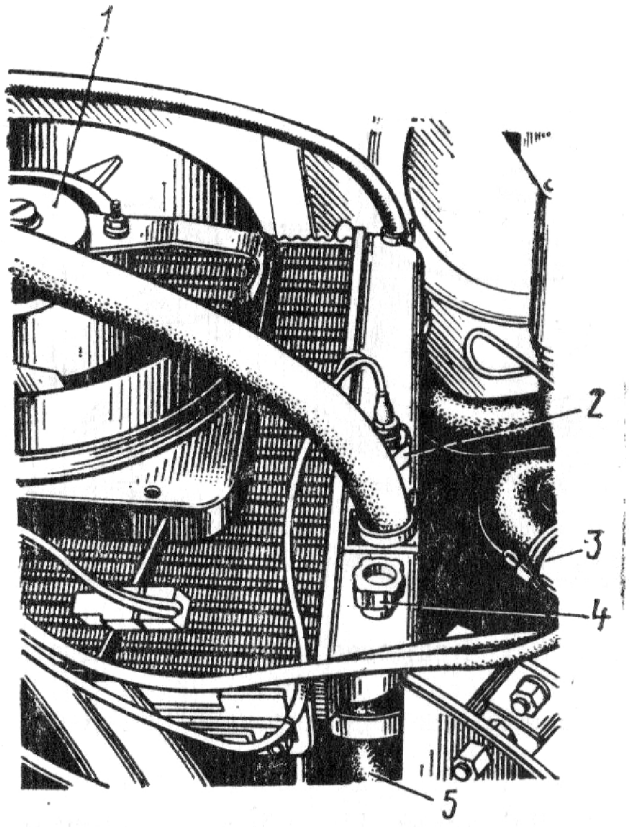

Bild 25. Ansicht des Kühlers aus der Grube:
Periodisch sowie im Falle einer Störung des normalen Wärmezustandes des Motors (Überhitzung unter normalen Betriebsbedingungen bzw. lange Durchwärmung des Motors nach dem Starten) hat man die Funktion des Thermostaten und Kühlventilators zu prüfen. Am einfachsten läßt sich die Funktion des Thermostaten *3* (s. Bild 25) bei dem Motor 331.10 und *4* (s. Bild 48) bei dem Motor 2106-70 durch Betasten mit der Hand direkt am Kraftwagen überprüfen. Nach dem Starten des kalten Motors beginnt bei einem einwandfreien Thermostaten der untere Ableitschlauch *5* (s. Bild 25) des Kühlers sich anzuwärmen, wenn die Temperatur der
3. Ablaßschraube *4* (s. Bild 25) des Kühlers herausschrauben.